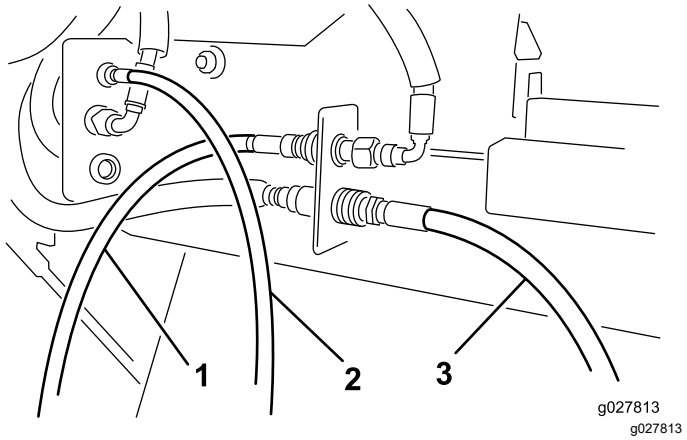

Figur 5
5. Anslut snabbkopplingarna för hydraulmotorns slang till kopplingarna på Versa-Vac som i Figur 5.